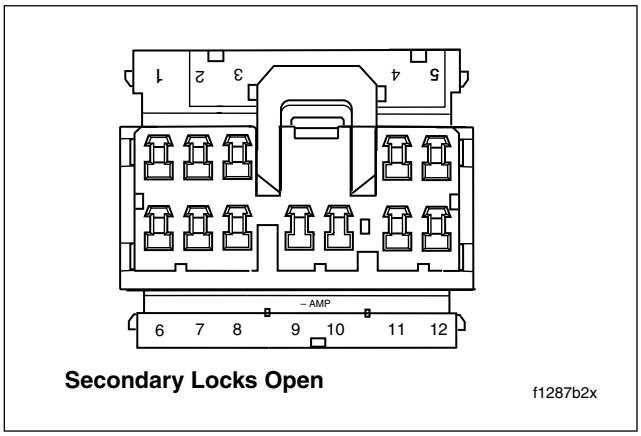

Figure 8-85. Numbers Stamped on Secondary Locks (Socket Housing Shown)
g. Remove the appropriate terminals from the socket and/or pin housings. Follow the wires of the faulty switch or reference Table 8-14 for the applicable chamber numbers. For wire location purposes, numbers are stamped into the secondary locks. See Figure 8-85.
c. Install terminals into socket or pin housing. See Table 8-14 and Figure 8-85.